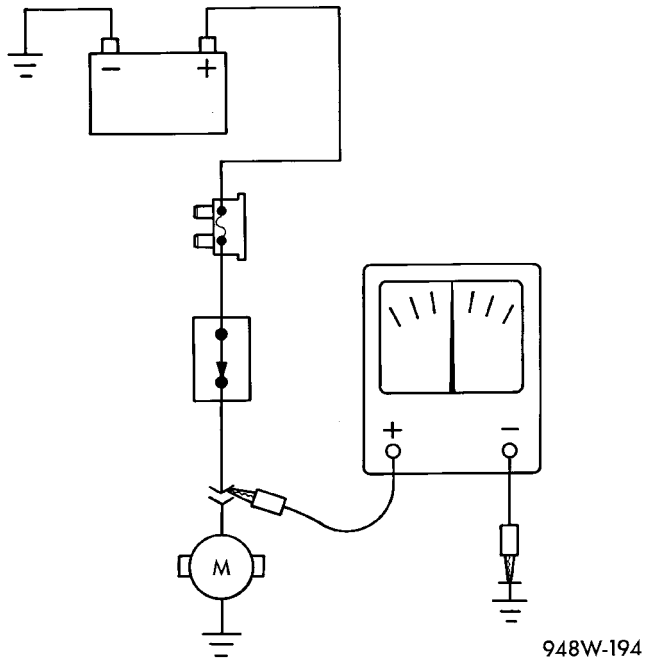

Fig. 10 Prueba de voltaje
(1) Conecte el conductor de masa de un voltímetro a una buena masa conocida (Fig. 10).
(2) Conecte el otro conductor del voltímetro al punto de prueba seleccionado. Es posible que para verificar el voltaje sea necesario colocar el encendido en posición ON. Consulte el procedimiento de prueba apropiado.